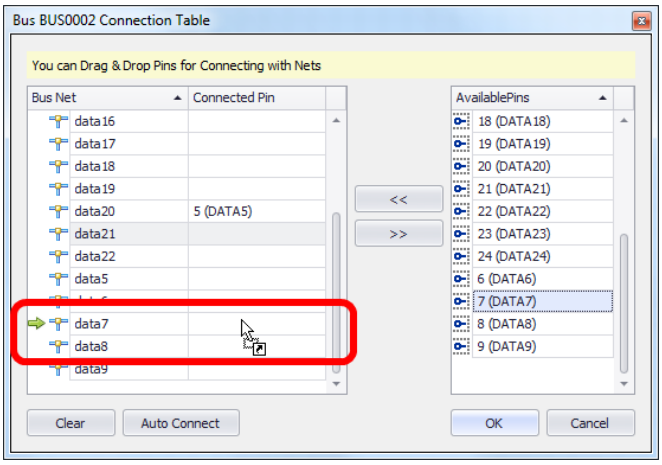

Рис. 526. Использование механизма «drag-and-drop» для установки соответствия между контактом и цепью
2. Удерживая левую кнопку мышки нажатой переместить курсор в левую часть окна. При этом соответствующая цепь будет отмечаться значком «», см. Рис. 526.